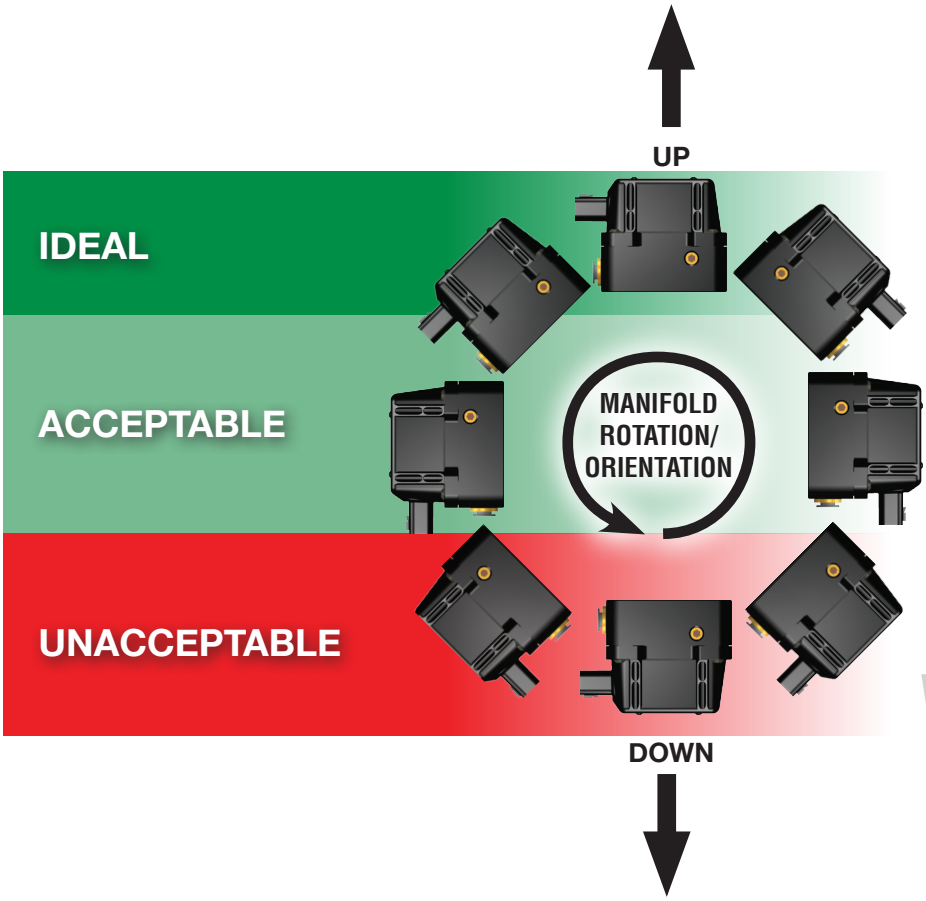

*fig. 12*
*When mounting the manifold , do so either horizontally or vertically, with ports and connector facing toward the ground. Do not mount the manifold upside down. Proper manifold mounting will help prevent water from settling in areas sensitive to freezing (fig. 12).*